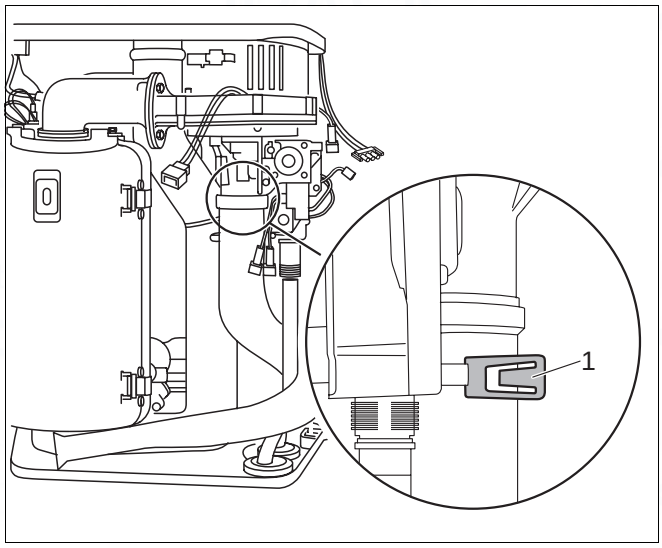

Fig. 78 Replacing the gas burner fitting on the 600 Series: Remove the air suction tube
- Push the safety plate out of the way (fig. 78, item 1).